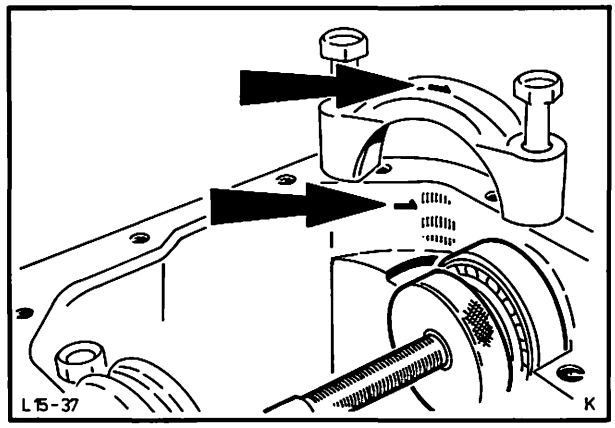

Abb. 62 Meßwelle einlegen
22. Meßwelle 15-019 mit den zum Einbau vorgesehenen Lagern in das Hinterachsgehäuse einlegen. Lagerdeckel (Zahl zu Zahl) aufsetzen und mit vorgeschriebenem Drehmoment festziehen, Abb. 62.